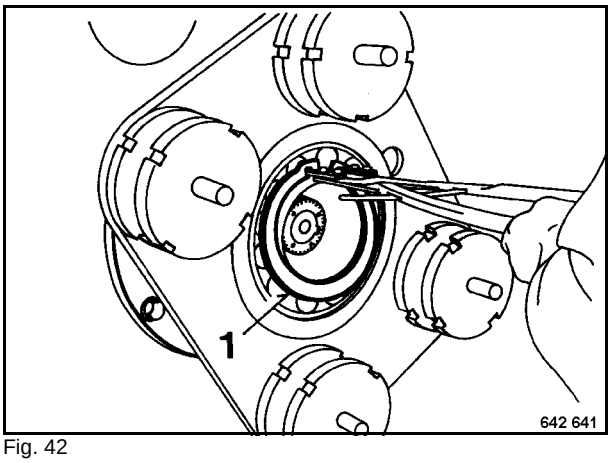

Fig. 42
24. Attach the bearing cover to the bearing housing and lock with circlip 1 (Fig. 42).